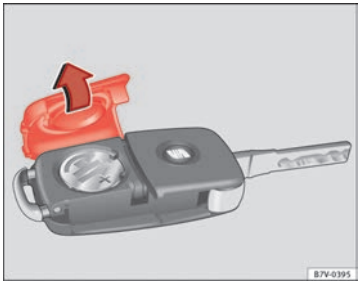

Fig. 15 Vehicle key: battery compartment cover
- Remove the cover from the back of the vehicle key ⇒ Fig. 15 in the direction of the arrow ⇒ ⓘ.
- Fit the battery compartment cover, pressing in the direction of the arrow as shown ⇒ Fig. 15 until it clicks into place.